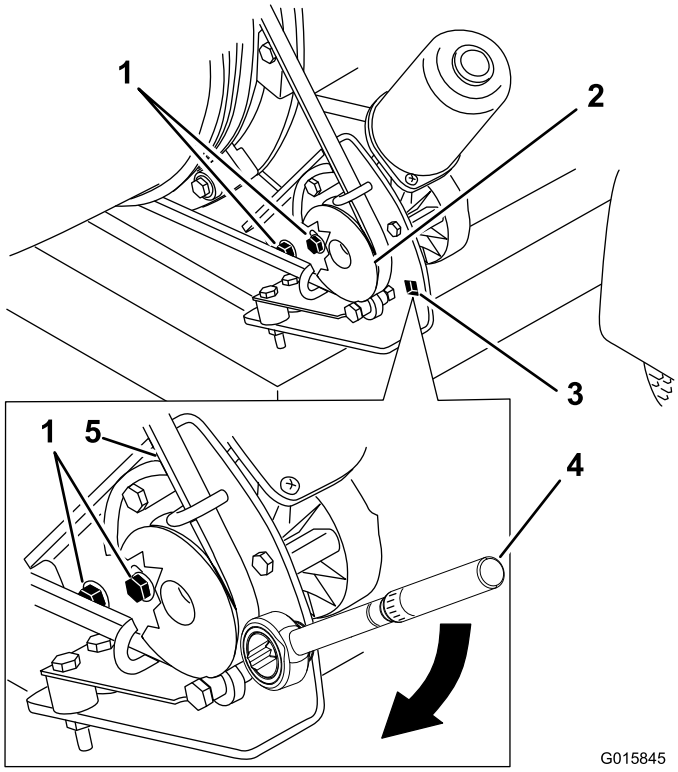

Figuur 33
1. Draai de bouten los die de bevestigingsbeugel aan het frame van de blazer bevestigen (Figuur 33).
2. Plaats een momentsleutel op de montagebeugel voor de poelie (Figuur 33).
3. Draai de montagebeugel van de poelie weg van de afvoer tot de momentsleutel 22,6 tot 26,0 Nm aangeeft (Figuur 33).